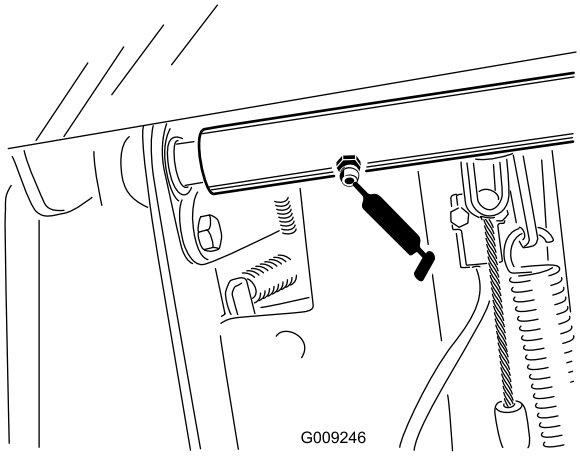

Figuur 34
- 2 lagers van draaias van rempedaal (Figuur 34)